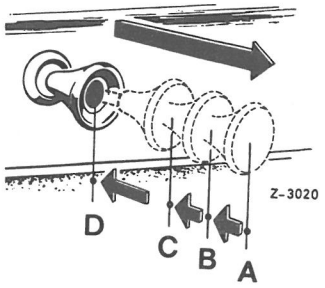

Fig. 00-12/8
BAGESTE KARBURATOR: Afstand "a" indstilles m. ansatsmøtrikken (fig. 00-12/6). FORRESTE KARBURATOR: Sekskantmøtrik (9)skal flugte m. starterforbindelsesstangen (1)på enden af denne (fig. 00-12/7).